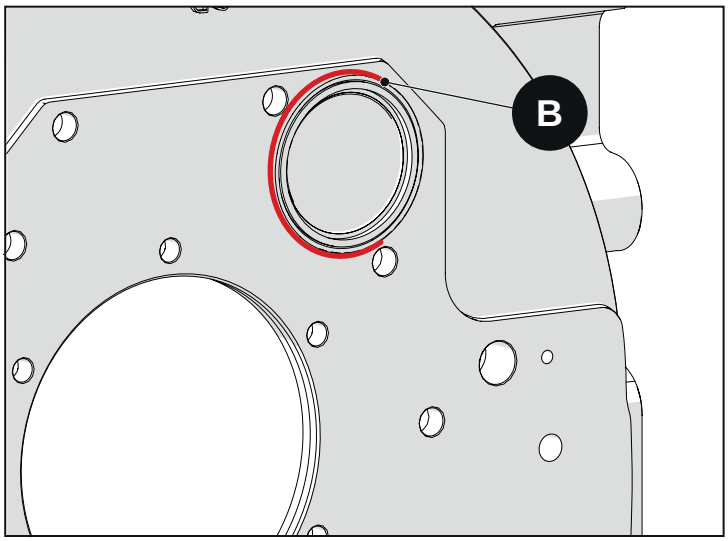

Abb. 2.130
- Eine 2 mm dicke Silikonraupe rund um den O-Ring anbringen (siehe Abb. 2.130).